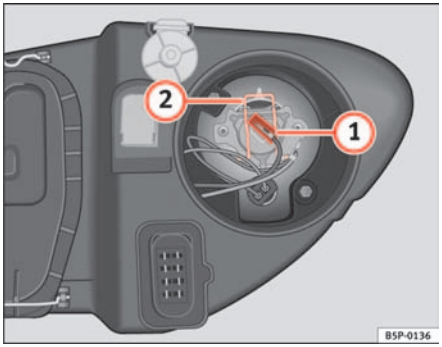

Fig. 178 Main beam headlights
– Remove the connector ⇒ fig. 178 (1) from the lamp.
– Press the spring ⇒ fig. 178 (2) inwards and to the right.